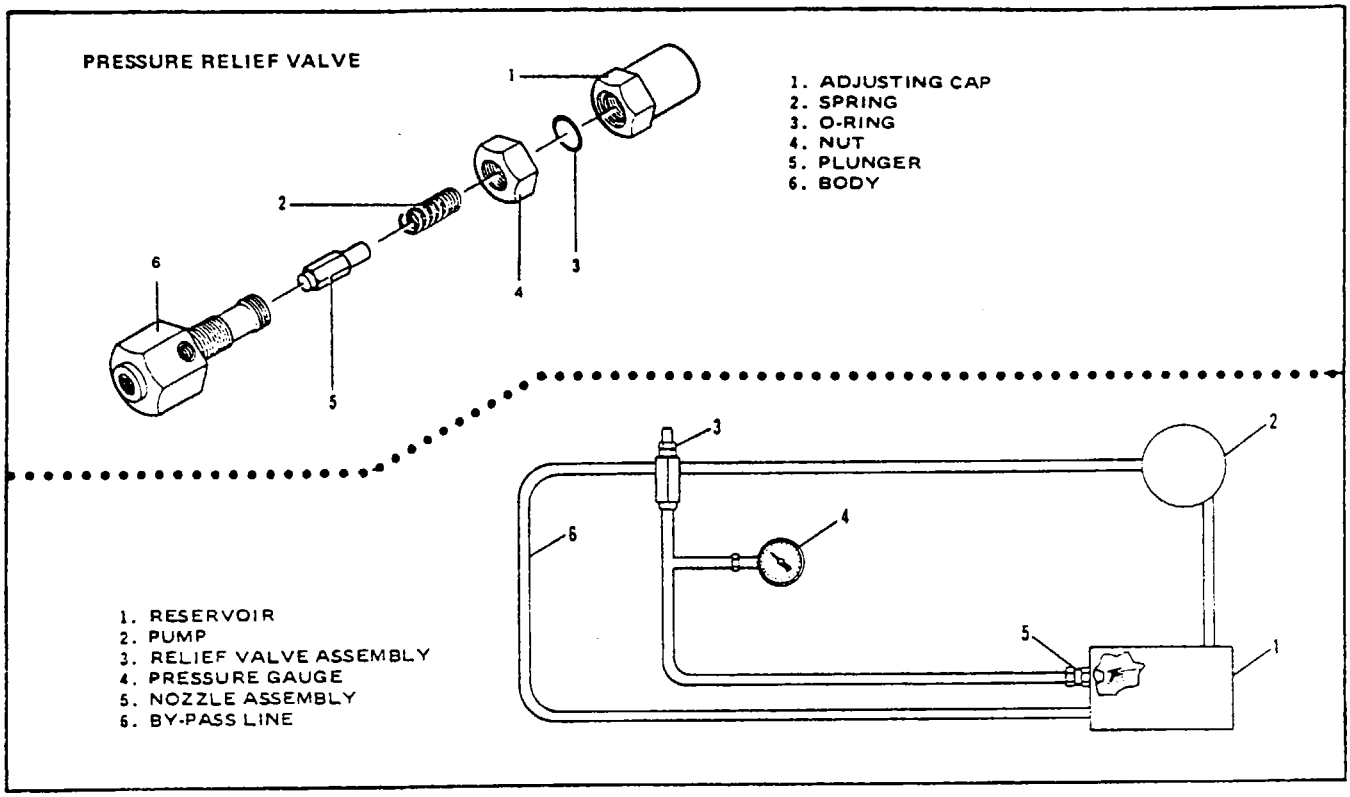

Figure 13-15. Fuel Pressure Relief Valve Bench Test
13-56. FUEL PRESSURE RELIEF VALVE BENCH TEST AND ADJUSTMENT.(Refer to Figure 13-15)
b. Set up the test equipment as shown in Figure 13-15.
c. Loosen the locknut (4) and start the pump.
d. Turn the adjusting cap (1) clockwise to increase power or counterclockwise to decrease pressure until 100 ± 5 psig is indicated on the pressure gauge.
c. Tighten the locknut (4) against the adjusting cap (1); torque to 12 foot-pounds. Ascertain that the O-ring (3) remains in the body (6) groove